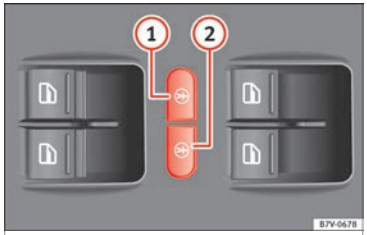

Fig. 135 In the driver door: electric child safety locks buttons
The electric child safety lock avoids opening and locking of the sliding door and its electric windows from the inside so that children cannot accidentally open the door while the vehicle is being driven. Using the left-hand ››› Fig. 135 (1) or right-hand side (2) button, the childproof lock is activated on the left- or right-hand side respectively. »
To switch system on:	Press the button ››› Fig. 135 ① or ②.